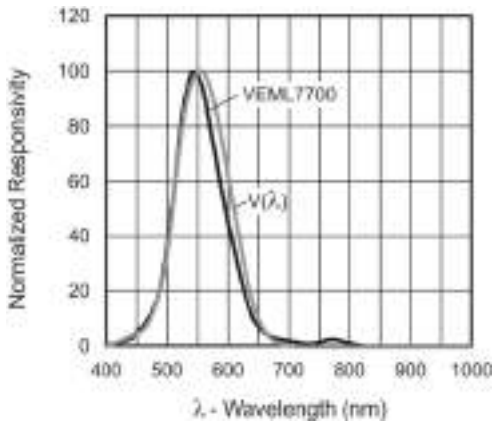

Figure 12: wavelenght
- Sensitivity spectrum close to human eye photopic curve V(λ) (see Figure 12)